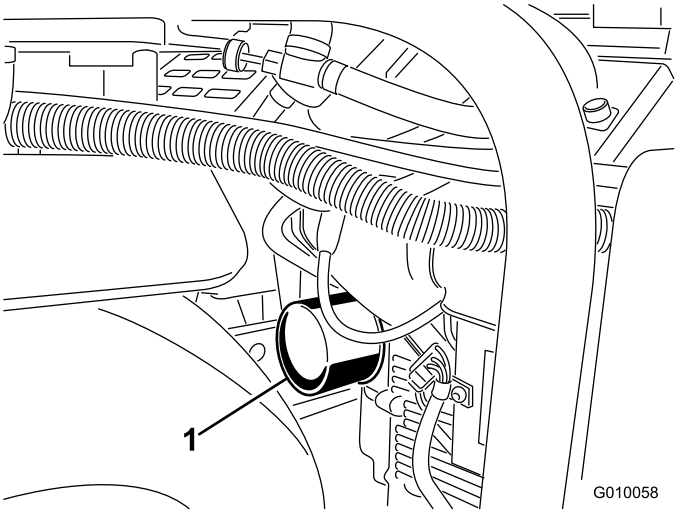
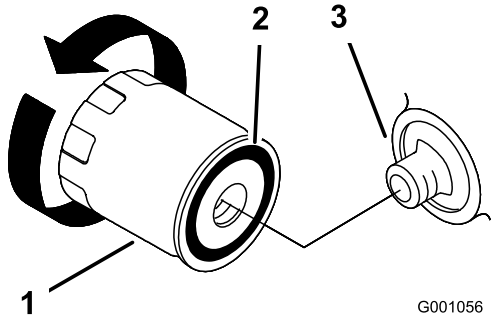

**Figur 47**
**Figur 48**
6. Sätt ett grunt kärl eller en trasa under filtret för att fånga upp oljan (Figur 47).
7. Ta bort det gamla filtret (Figur 47 och Figur 48) och torka rent ytan på filteradapterpackningen.